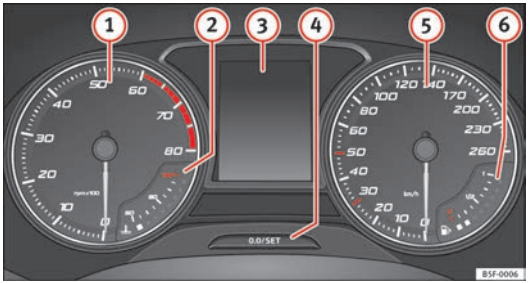

Fig. 38 Painel de instrumentos no painel de bordo.
Explicações sobre os instrumentos ⇒ Fig. 38:
Ao ligar a ignição pode visualizar-se no ecrã do painel de instrumentos ⇒ Fig. 38 ③ informação diversa, em função do equipamento do veículo:
- Pressione brevemente o botão ⇒ Fig. 38 (4) para repor o conta-quilómetros parcial a 0.
- Mantenha pressionado o botão (4) durante 3 segundos e visualizará o valor anterior. ▶
- Para ajustar a hora, mantenha pressionado o botão ⇒ Fig. 38 (4) durante mais de 3 segundos para seleccionar o indicador de horas ou de minutos.
- Para prosseguir o ajuste, pressione a parte superior ou inferior do botão (4). Para que os números se sucedam rapidamente, manter o botão pressionado.
- Pressione novamente o botão (4) para finalizar o ajuste da hora.
Mantenha pressionado o botão ⇒ Fig. 38 (4) durante mais de 15 segundos para visualizar as letras de identificação do motor (MKB) do veículo. Para isso, a ignição deve estar ligada e o motor desligado. ▶
A indicação dos intervalos de serviço aparece no ecrã do painel de instrumentos ⇒ Fig. 38 (4).